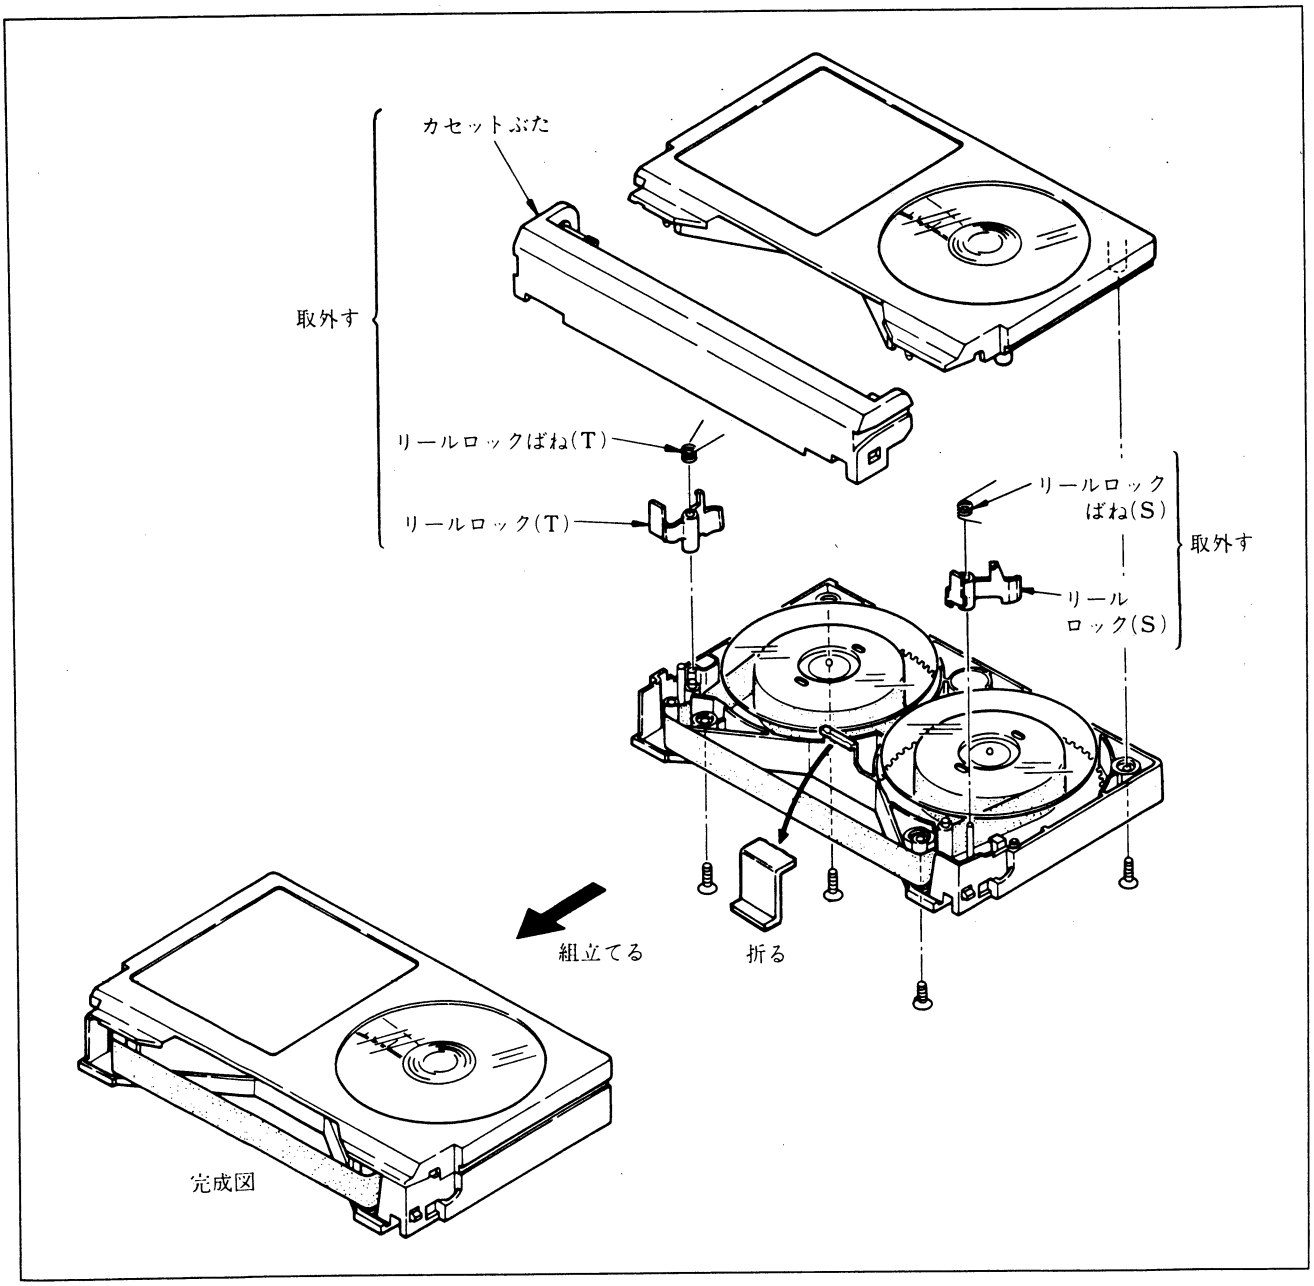
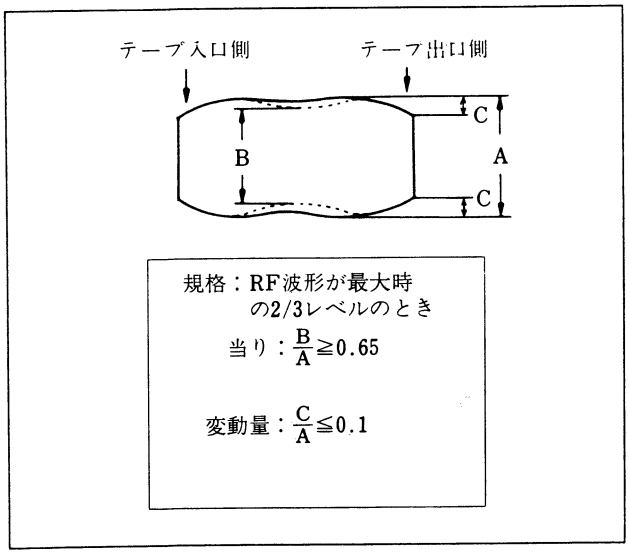

図4-1.
図4-2.
1) アライメントテープのカセットぶたを図4-1.に従って取外す。
3) オシロスコープの接続は1ch：CN213-③ピン(RP-24基板)，外部トリガー：CN213-①ピン(RP-24基板)
5) オシロスコープのRF出力波形が平坦であり，かつ振幅が最大であることを確認する。(トラッキングつまみを左右に回して平坦のまま増減すること。) また，図4-2. Aの波形を最大レベル時の2/3に合わせたとき，最小レベル（入口～出口までの全域に対して）D及び変動量が図4-2.の規格を満足していること。